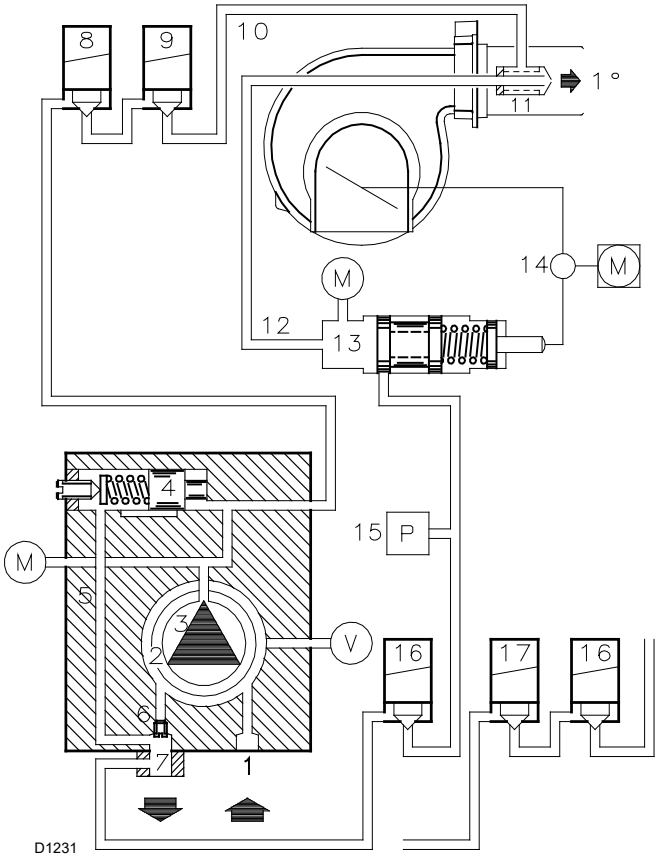

Fig. 29
Acestea sunt instalate pe arzător cu by-pass-ul închis cu ajutorul șurubului 6)(Fig. 29).
- ➤ Pompa 3)(Fig. 29) trage combustibilul din rezervor prin conducta 1) și îl împinge sub presiune în conductă.
Legendă (Fig. 29)